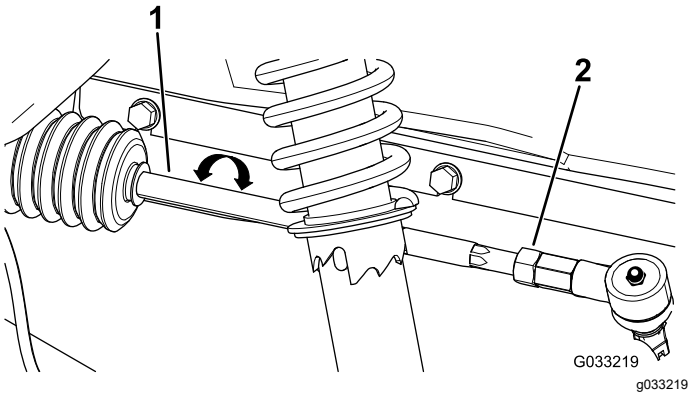

Figuur 57
2. Als deze afstand buiten het bereik van 0 tot 6 mm valt, moet u de contramoeren aan het uiteinde van de spoorstangen losdraaien (Figuur 57).